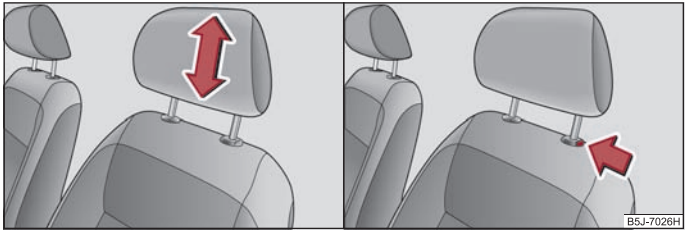

Fig. 48 Head restraint: Adjusting / pulling out
– Grasp the side of the head restraint with both hands and push the head restraint in the direction of axle of the metal guide rods, in the direction of arrow to the top or to the bottom ⇒ fig. 48 on the left.
– Move the head restraint downwards if required by pressing the locking button ⇒ fig. 48 on the right and by pressing with the other hand the head restraint down-wards.
– Press the locking button in the direction of arrow ⇒ fig. 48 and pull the head restraint out.